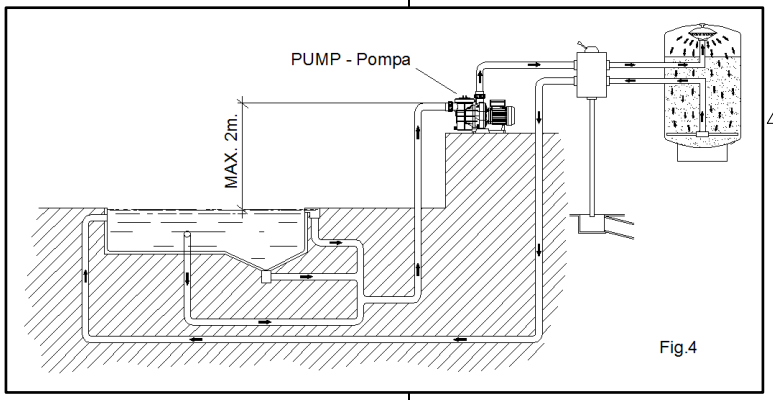

Fig.4
- If you have to install a pump model "self-priming" above water level, the difference in height should not exceed 2 meters (Fig. 4), ensuring that the suction pipe is as short as possible as, a longer pipeline increases the suction time and the loss of head of the installation.
- W razie konieczności zainstalowania pompy z funkcją automatycznego zalewania powyżej poziomu wody różnica w wysokości nie powinna przekraczać 2 metrów (rys. 4). Należy przy tym zapewnić jak najkrótszą rurę ssącą, ponieważ dłuższy rurociąg wydłuża czas ssania i zwiększa straty ciśnienia w instalacji.